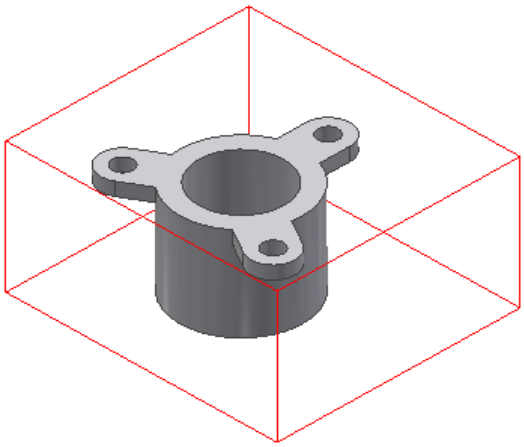

Figure 19-72 *Preview of the workpiece displayed*
2. Select the **Rectangular** option from the **Workpiece Type** drop-down list in the dialog box; preview of the workpiece is displayed in the modeling area, refer to Figure 19-72.